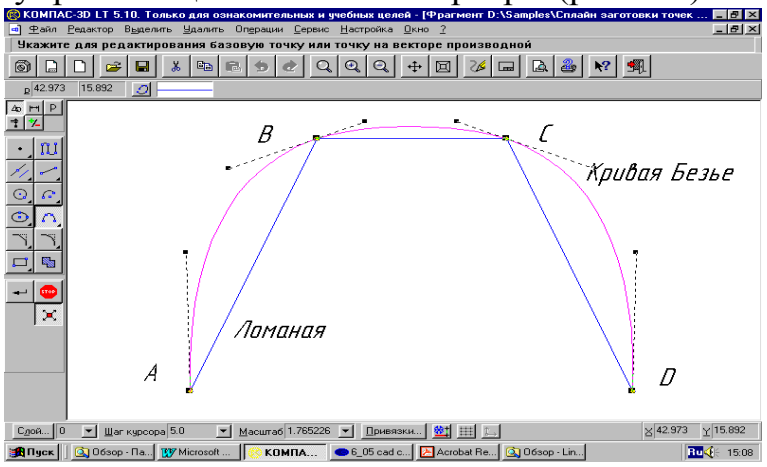

Рис. 9.6. Редактирование кривой Безье.
1) войдите в режим редактирования кривой. Обратите внимание, что у каждой вершины кривой Безье появились касательные векторы, на концах которых есть управляющие точки или маркеры (рис. 9.6).